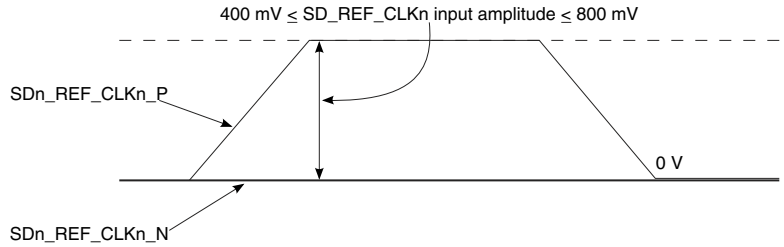

Figure 39. Single-ended reference clock input DC requirements
- The SDn_REF_CLKn_P input average voltage must be between 200 and 400 mV. Figure 39. on page 118 shows the SerDes reference clock input requirement for single-ended signaling mode.